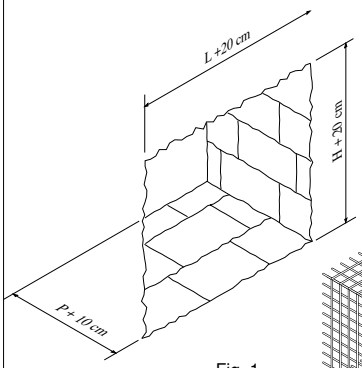

Fig. 1
- Prepare the opening in the wall as illustrated in figure 1.